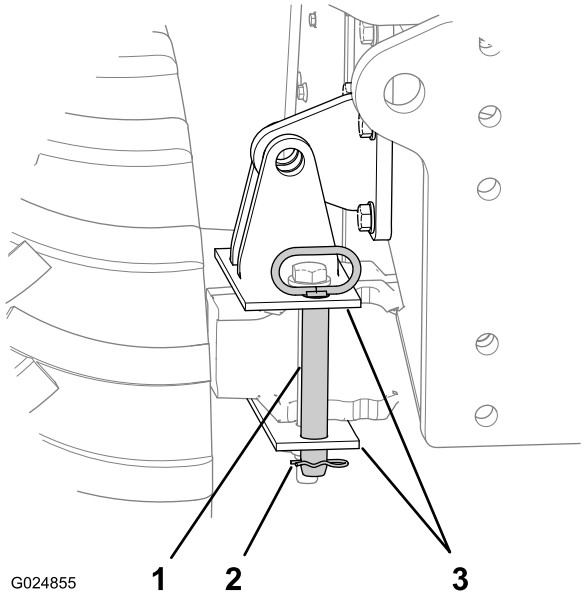

Рисунок 50
2. Извлеките шплинт из штифта блокировки наклона (Рисунок 50).
1. Вставьте штифт блокировки наклона в вертикальные отверстия в кронштейне блокировки моста (Рисунок 50).
2. Закрепите штифт в кронштейне блокировки с помощью шплинта (Рисунок 50).